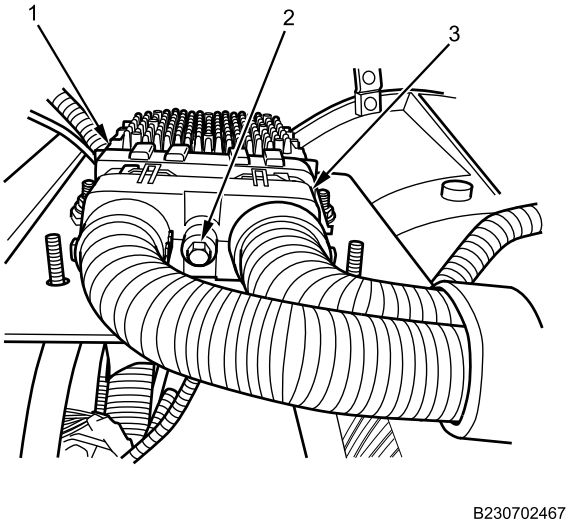

Figure 2. Transmission Control Unit Harness.
3. Remove transmission control unit harness retaining bolt (Figure 2, Item 2) and transmission control unit harness connector (Figure 2, Item 3) from transmission control unit (Figure 2, Item 1).